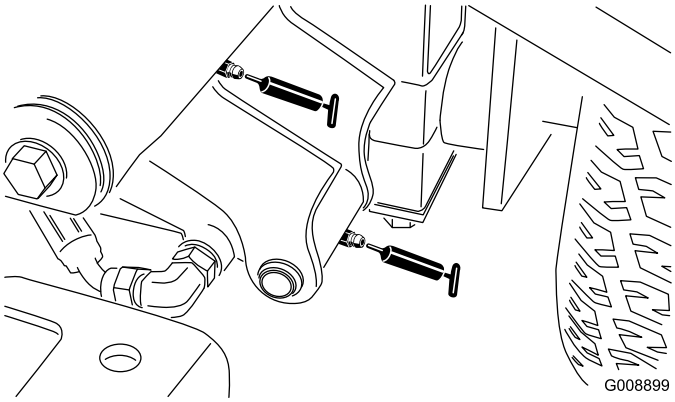

**Figur 52**
- Forreste venstre løftearms drejetap og løftecylinder (2) (Figur 52)